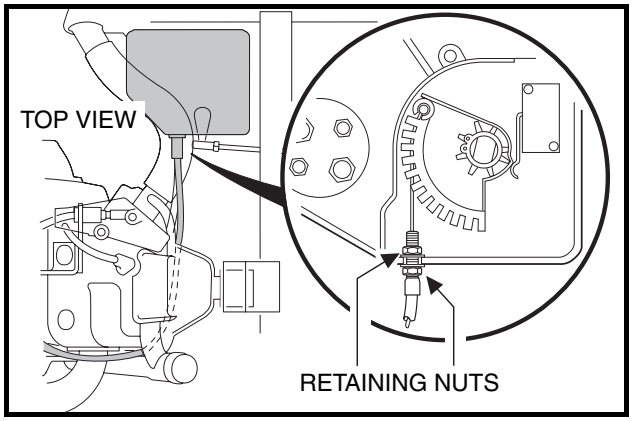

Figure 16-48 Connect Cable to Cam
27. Connect accelerator cable to actuator cam in the electrical box. Position the accelerator cable in mounting slot in the wall of the electrical box and tighten mounting nuts to 18 in-lb (2.0 N·m) **(Figure 16-48, Page 16-19)**. Install electrical box cover and tighten mounting screw.